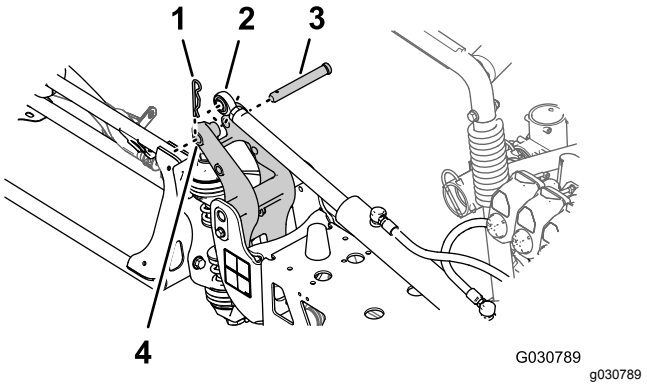

Figur 136
6. Juster stangenden af løftecylinderen, så den passer med hullet 25 mm i hornet på drejefittingen (Figur 136).
7. Fastgør løftecylinderen til drejefittingen med gaffelbolten og låseclipsen (Figur 136), som du afmonterede i trin 3 i Afmontering af løftecylinderne (side 34).